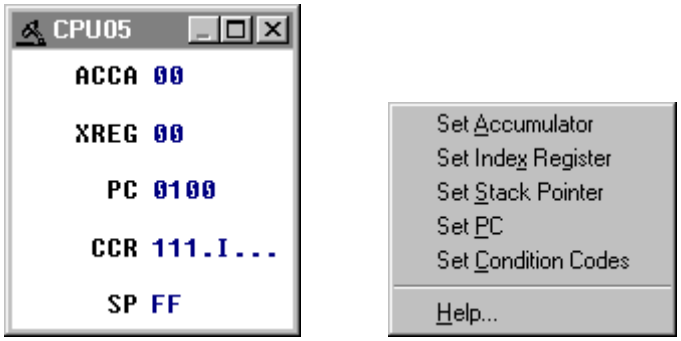

**Figure 6-13. CPU Window with Shortcut Menu**
Use the CPU Window (Figure 6-13) or its Shortcut Menu options to view and modify the current state of registers within the CPU.
- To change CPU register values using the Shortcut menu options, position the cursor in the CPU window and click the right mouse button. Choose the option from the shortcut menu shown on the right of Figure 6-13. Enter the new value in the dialog and press OK to close the dialog and save the new value.